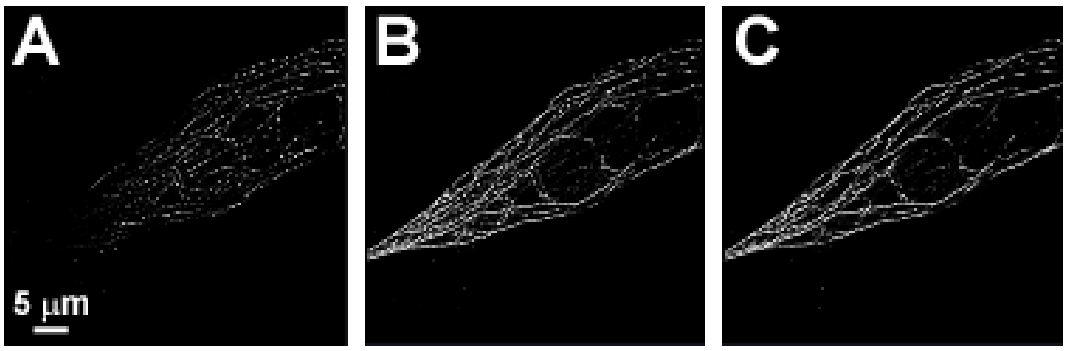

Fig. 450 **Analyzed data set of Fig. 449 using discard overlapping molecules (A), ignore overlap (B) and account for overlap (C).**
- If **discard overlapping molecules** is selected, all overlapping peaks, indicated by red circles will be discarded. This will result in the highest accuracy, which is defined as the deviation of the fitted to the real peak position and localization precision (the standard deviation from the fit) (Fig. 450, **A**). This method is therefore the method of choice for single emitters and little overlap.
- If **ignore overlap** is selected, all single and overlapping peaks will be taken into account. However, fit accuracy will be decreased when multi-emitter events are fitted as the distribution of one emitter will influence the distribution of an overlapping one without this fact taken into account. Hence accuracy might suffer for multi-emitter events whereas localization precision will be sustained. (Fig. 450, **B**). This method is most suitable for slightly overlapping molecules.
- If **account for overlap** is selected all single and multi-emitter events will be taken into account. For multi-emitters the overlap of neighboring molecules is taken into account so losses in accuracy are minimized. There will be a slight decrease in the localization precision (Fig. 450, **C**). This method should be used, when molecules heavily overlap.